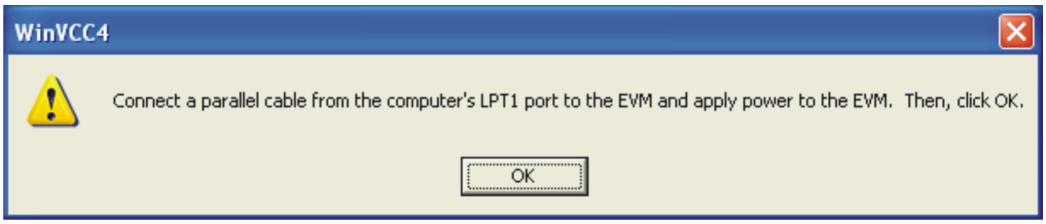

Figure 5-3. Corrective Action Required
b. The dialog box shown in Figure 5-3 appears with instructions on how to correct the problem.